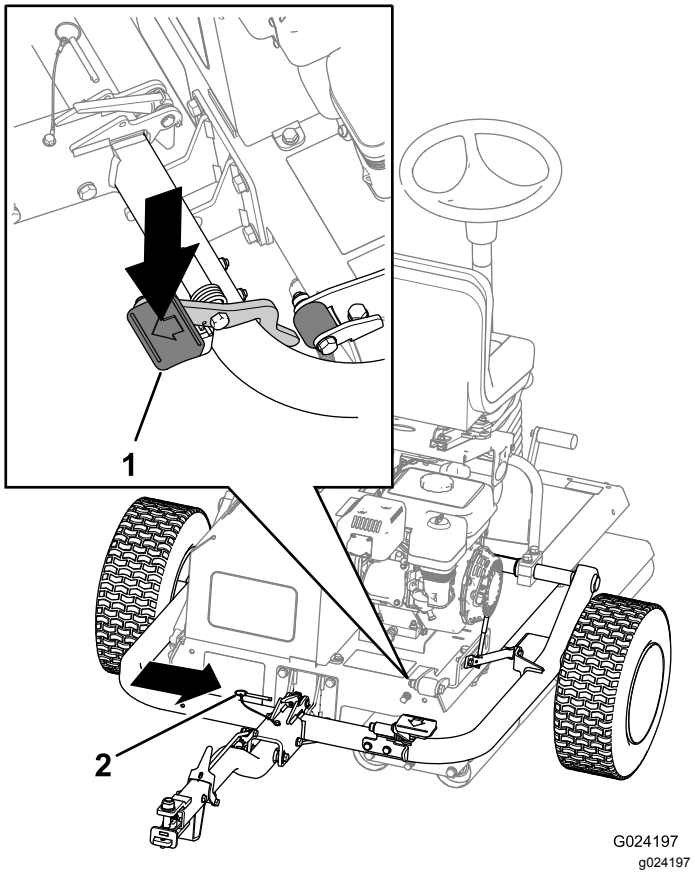

Figur 27
C. Træd på bugsertrækpedalen, indtil bugsertrækket låser på plads (Figur 27).
D. Før låsepinden ind (Figur 27).